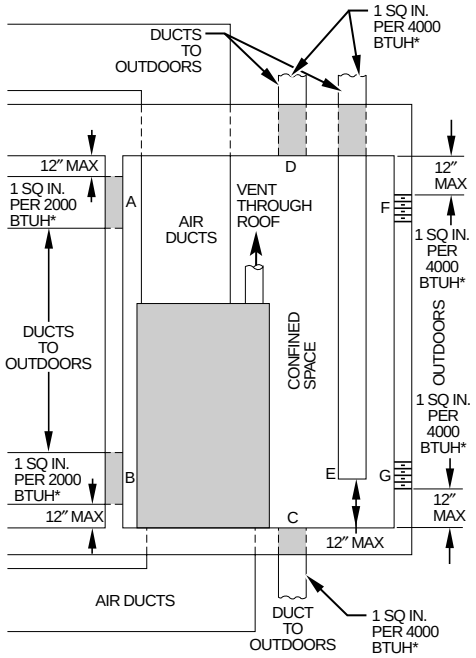

Fig. 8—Confined Space: Air for Combustion and Ventilation from Outdoors
free area per 4000 Btuh of total input for all equipment within the confined space. (See Fig. 8 and Table 2.)
b. If combustion air is taken from outdoors through 2 horizontal ducts, the openings and ducts **must** have at least 1 sq in. of free area per 2000 Btuh of total input for all equipment within the confined space. (See Fig. 8 and Table 2.)
c. If combustion air is taken from the outdoors through a single opening or duct (horizontal or vertical) commencing within 12 in. of the top of the confined space, the opening and duct **must** have at least 1 sq in. of free area per 3000 Btuh of the total input for all equipment within the confined space and not less than the sum of the areas of all vent connectors in the confined space. Equipment clearances to the structure shall be at least 1 in. from the sides and back and 6 in. from the front of the appliances. (See Table 2 and Fig. 8.)